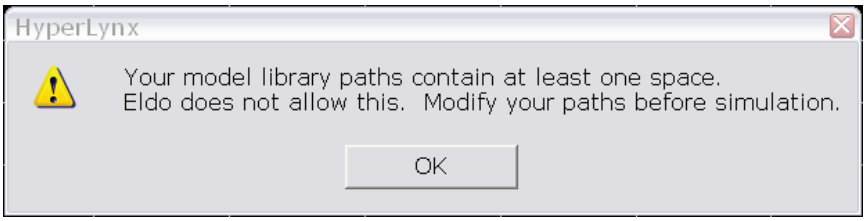

Figure A-3: **Spaces in Path Error Message**
3. What does the "Your model library paths contain at least one space" message shown in Figure A-3 mean?